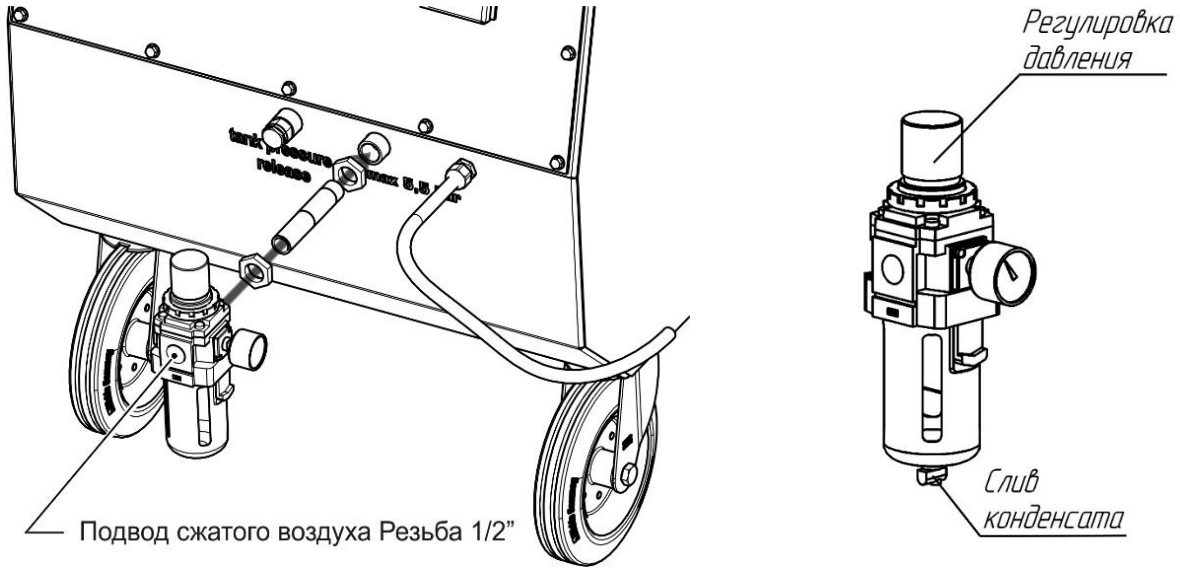

Рисунок 4
2) выпустить конденсат, нажав на штуцер, расположенный в низу ВМО (рисунок 4);